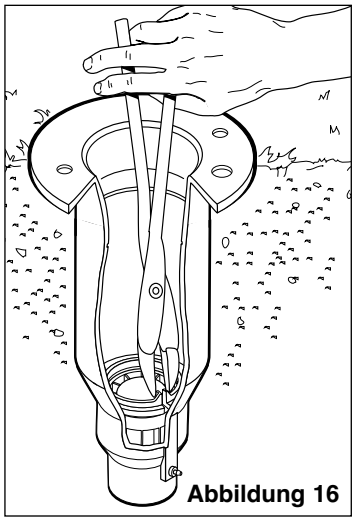

Abbildung 16
1. Siehe **WARNUNG** oben. Zum Ausbau der Ventilbaugruppe die Ösen des Sprengrings mit einer Sprengringzange (Artikel Nr. 995-100) zusammendrücken und den Sprengring aus dem Regnergehäuse ausbauen. Siehe **Abbildung 16**.